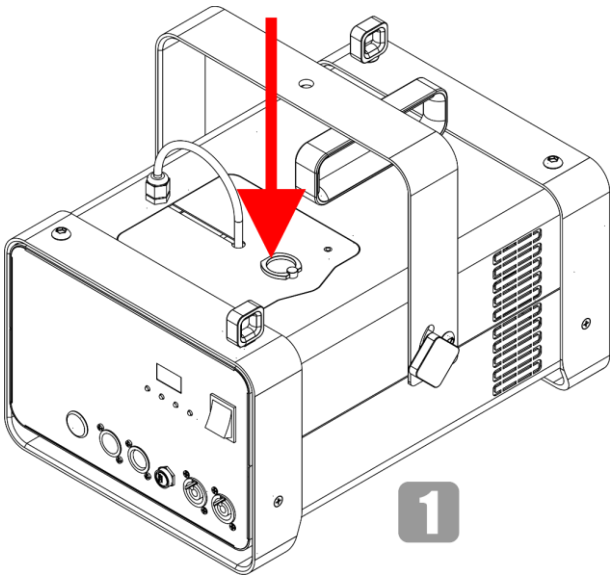

Fig. 09
01) Lift the small ring on top of the device to open the service lid, as shown in Fig. 09.